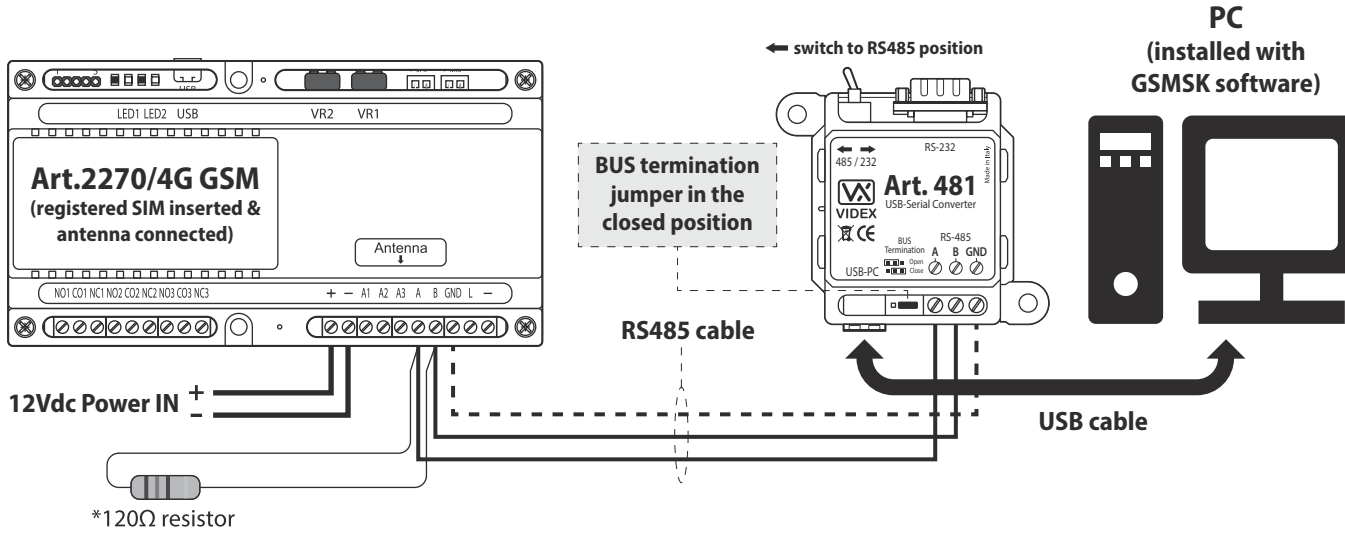

Fig. 18
The GSM module can also be connected using an RS485 bus connection via an RS485 to USB converter (**Art.481**) as shown in **Fig.18** in instances where a permanent connection to a PC is required for monitoring purposes and downloading event logs. When connected in this way the GSM module can only be connected as a 'one-to-one' bus connection to the PC, another GSM module **cannot** be connected on the same RS485 bus to the PC.
*For end of line termination a 120 Ohm resistor must be fitted across the RS485 terminals A and B, as shown in **Fig.18**, but only if the **Art.2270/4G** GSM intercom is the last device in line and over a great distance (500m max.). Over shorter distances, less than 100m or so, the 120Ω resistor is not required and the bus termination jumper on the **Art.481** can be set to the **OPEN** position.